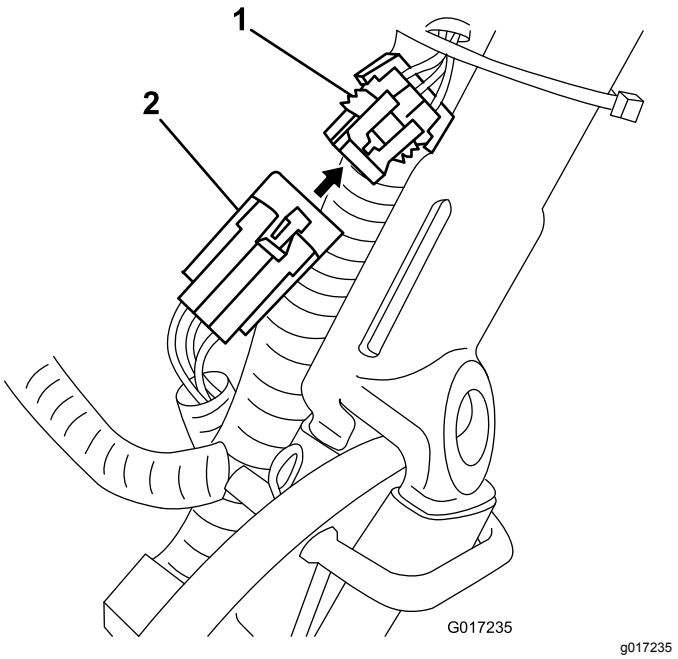

Figuur 15
14. Leid de draadboom die het accupack met de machine verbindt onder en achter de hoofdkabelboom aan de linkerkant van de machine en verbind de kleine draadboomaansluiting met 6 pennen met de overeenkomende aansluiting van de hoofdkabelboom. Raadpleeg hiervoor Figuur 15.